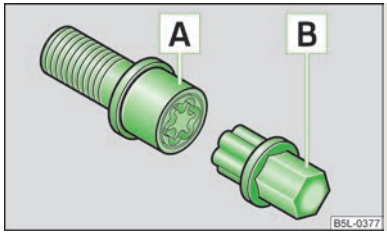

Fig. 114
- Insert the adapter B » Fig. 114 with its toothed side fully into the inner toothing of the safety wheel bolt A until the stop so that only the outer hexagon is jutting out.